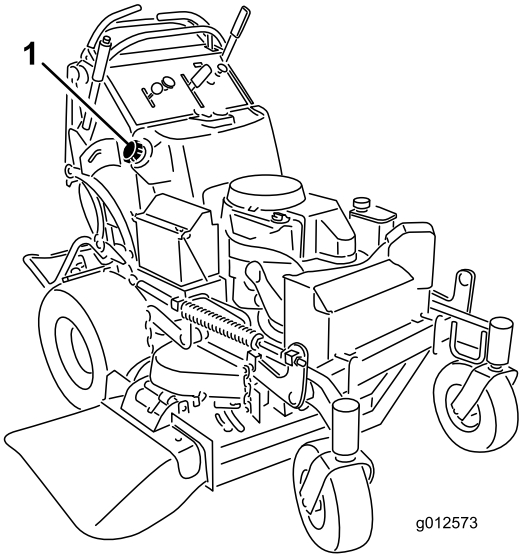

**Figur 51**
5. Brug håndpumpen til at tappe brændstoffet over i en ren brændstofdunk (Figur 51).